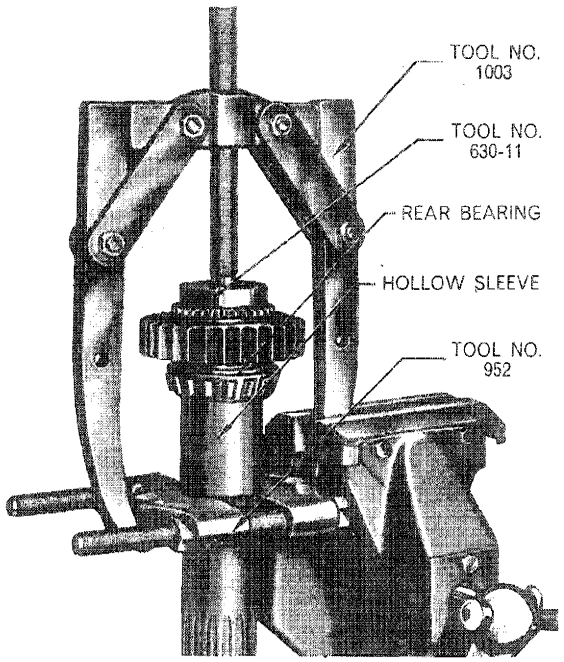

Figure 83
4. If necessary, install the rear bearing on the main countershaft using Tools Nos. 1003, 952, 630-11 and a sleeve 2 1/16 in. (52·4 mm) I.D. and 2 5/16 in. (58·7 mm) O.D. of convenient length, Figure 83.